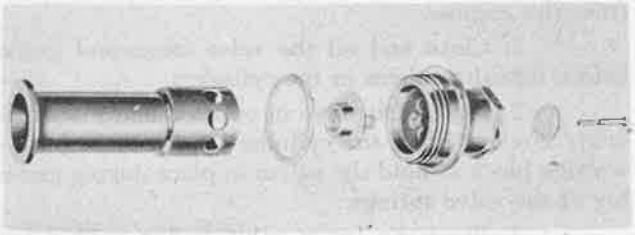

Figure 213B—Exploded View of Blower Drain Valve
The small hole through the center of the shaft must be clear and free of sand, dust particles, or any other form of foreign substance. Do not disassemble the valve unless it is evident that washing will not make it function properly. If it is necessary to disassemble the valve, do so as in figure 213B. Replace all fuel drain valves that have been damaged by engine backfire.
1. Assemble the valve as shown in figure 213B.
(9) SUPERCHARGERS, C-47 AND C-47A. — R-1830-92 engines in C-47 and C-47A airplanes are equipped with integral single-speed superchargers with an impeller gear ratio of 7.15 to 1.
(10) SUPERCHARGERS, C-47B.—R-1830-90C engines in C-47B airplanes have single-stage, two-speed superchargers with a low blower ratio of 7.15 to 1, and a high blower ratio of 8.47 to 1. The low gear ratio allows the engine to operate efficiently at sea level and low altitudes. The high gear ratio allows the engine to maintain higher power at greater altitudes than would be possible with only the low ratio.